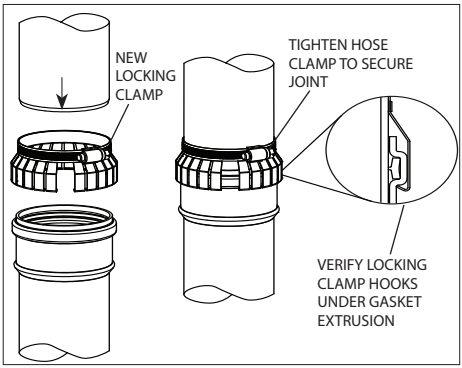
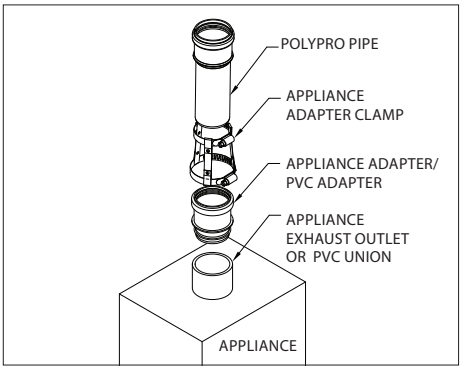
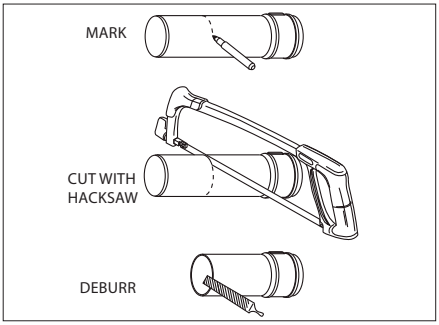

Figure 3b
Figure 4
Figure 6
Locking Clamp (New Design): Verify the gasket is seated evenly inside the groove in the female end. Assemble the joint by passing the male end of the Polypro Pipe through the Locking Clamp on the hose clamp side and into the female end of the PolyPro pipe, (***Fig.3b).*** Hook the Locking Clamp onto the gasket extrusion on the female end and tighten down on the hose clamp.
1. If the appliance has a PVC/CPVC female outlet, use the Appliance Adapter/ PVC Adapter and Clamp. ***(Fig.4)***
1. Pipe lengths may be cut to length ***(Fig.6). If the Locking Tab is removed use the new Locking Clamp (Fig.3b PPS-LC) or alternative clamp (Fig.4 PPS-PAC / PPS-LBC) for the connection.***